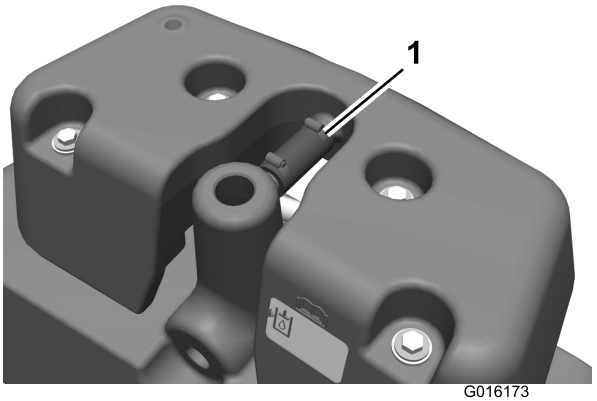

Figuur 2
8. Maak de slangklemmen los en verwijder de overloopslang (Figuur 2).
24. Bevestig het vrije uiteinde van de overloopslang met een slangklem aan de buis van de lekdetectortank (Figuur 2).